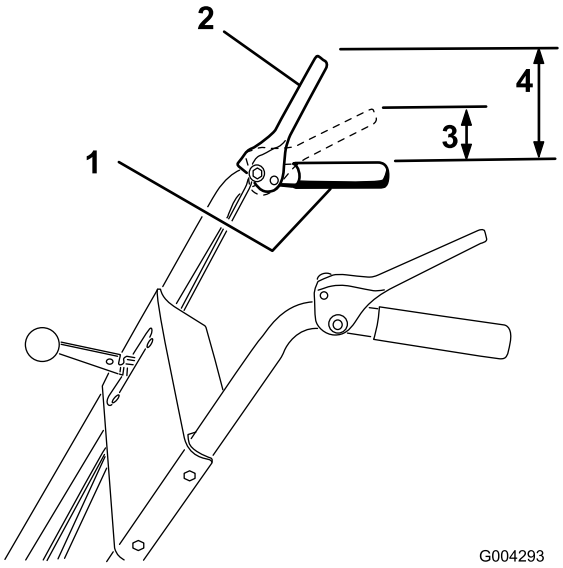

Rysunek 9
3. Sprawdź odstęp między górną częścią uchwytu a dolną częścią dźwigni regulacji napędu śruby śnieżnej/wirnika (Rysunek 9).
Informacja: Dociśnięcie dźwigni wymaga zdecydowanie większej siły w momencie, gdy pasek napędowy śruby śnieżnej/wirnika straci luz (około 1/2 długości ruchu dźwigni). Ustawienie jest prawidłowe, gdy zwiększa się siła, a odstęp pomiędzy górną częścią uchwytu a dolną częścią dźwigni sterowania napędem śruby śnieżnej/wirnika wynosi od 3 do 5 cm, jak przedstawiono to na Rysunek 9.